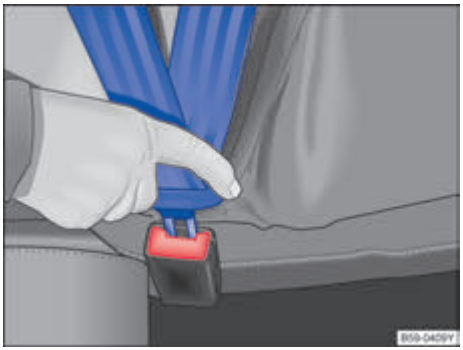

图 29 安全带锁扣和插口
- 将锁舌插入所属座椅的安全插锁内，下压，直至听到啮合声 →图 29。安全带锁舌被锁扣锁止。